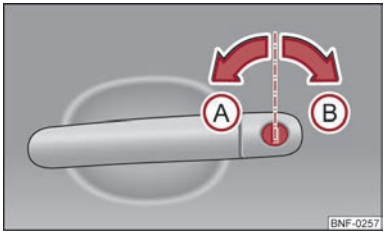

Fig. 10 Turning the key for unlocking and locking the vehicle
– Turn the key in the locking cylinder of the driver's door in the direction of travel (unlock position) Ⓐ ⇒ Fig. 10.
– Turn the key in the locking cylinder of the driver's door in the opposite direction of travel (lock position) Ⓑ ⇒ Fig. 10.